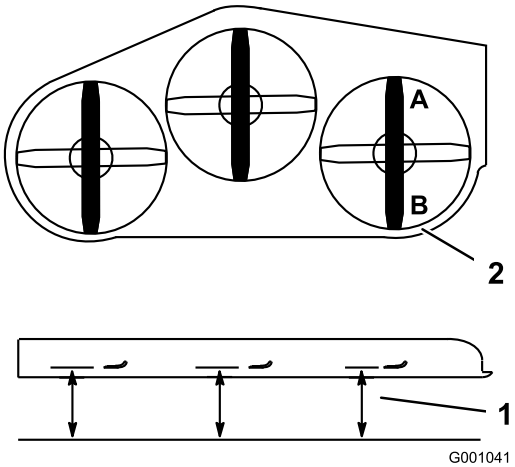

Figur 73
1. Placer højre kniv på langs (Figur 73).
2. Mål den højre kniv ved punktet **A** fra en plan overflade til knivspidsens skarpe kant (Figur 73).
4. Mål den højre kniv ved punktet **B** fra en plan overflade til knivspidsens skarpe kant (Figur 73).
6. Plæneklipperens skærekniv skal være 6 til 10 mm lavere ved punkt **A** end ved punkt **B** (Figur 73). Hvis det ikke er korrekt, skal du gøre følgende: